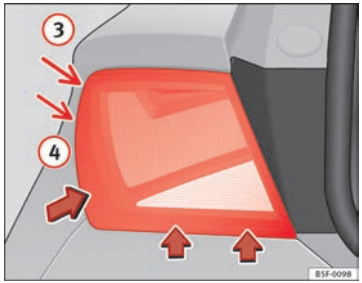

Fig. 152 Desmontar a unidade de luz traseira na lateral
– Desloque o farolim no sentido das setas até que saia do encaixe (posições (3) e (4)) ⇒ Fig. 152.